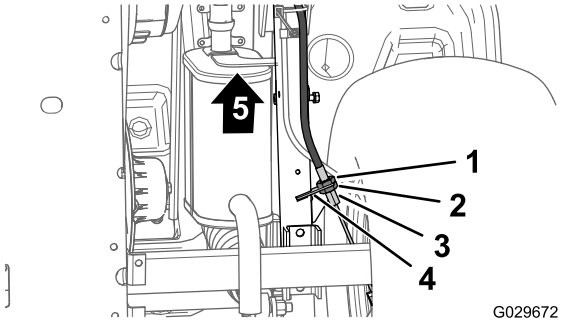

Rysunek 64
3. Od spodu maszyny poluzuj o 4 obroty tylną nakrętkę zabezpieczającą śruby regulacyjnej linki hamulca postojowego (Rysunek 64).
4. Dokręć przednią nakrętkę zabezpieczającą (Rysunek 64).
A. Poluzuj przednią nakrętkę zabezpieczającą (Rysunek 64) śruby regulacyjnej linki hamulca postojowego o 1 obrót.
B. Dokręć tylną nakrętkę zabezpieczającą (Rysunek 64).
A. Poluzuj tylną nakrętkę zabezpieczającą (Rysunek 64) śruby regulacyjnej linki hamulca postojowego o 1 obrót.
B. Dokręć przednią nakrętkę zabezpieczającą (Rysunek 64).